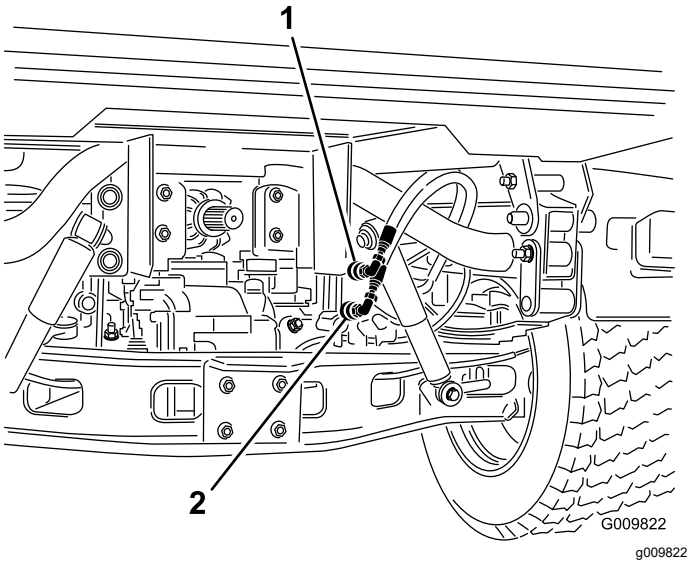

**Figur 73**
2. Koppla bort båda maskinernas snabbkopplingsslangar från slangarna som sitter fast vid kopplingsfästet (Figur 73).